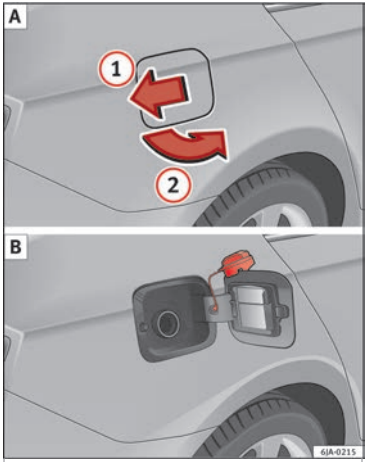

Fig. 107 Vehicle as seen from the rear right: fuel tank flap/fuel tank flap with tank unscrewed cap attached.
The correct type of fuel for your vehicle is indicated on a sticker on the inside of the fuel tank flap, along with the tyre size and pressure ››› Fig. 107 B.
– Press the flap in the direction of the arrow (1) ››› Fig. 107.
– Open the cover in the direction indicated by the arrow (2).
– Unscrew the tank cap anti-clockwise and place it on top of the tank flap ››› Fig. 107 B.
– Once the vehicle has been unlocked using the central locking button, press the fuel flap in the direction of the arrow (1) ››› Fig. 107.